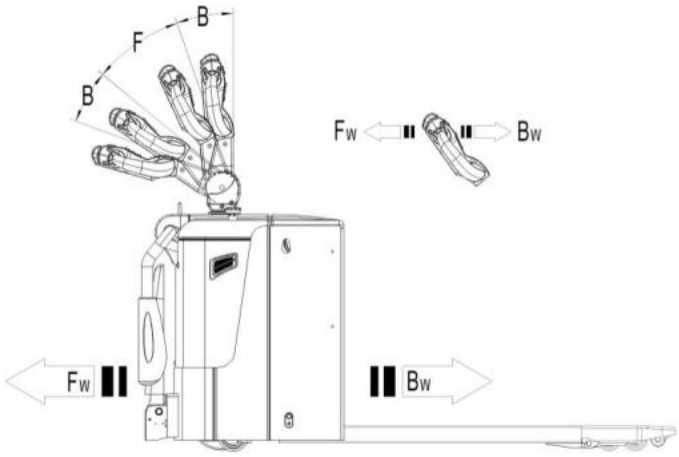

Fig. 9: Operating direction
After starting the truck by turning on the key switch (10), move the tiller to the operating zone (‘F’, fig.9).
Turn the accelerator button to the desired direction forward ‘Fw.’ or backwards Bw.’(fig. 9).